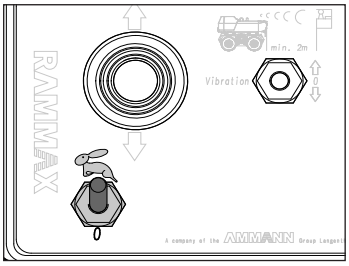

Fig. SE24 Fast traverse switched on
- Fast traverse switched on *(Fig. SE24)*